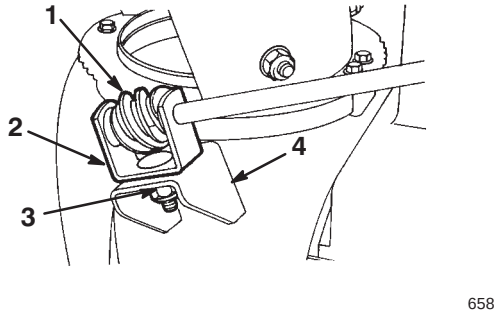

Figur 15
3. Skruva fast snäckskruven och fästet på monteringsflänsen med en bult, en fyrkantbricka och en låsmutter såsom framgår av figur 15.